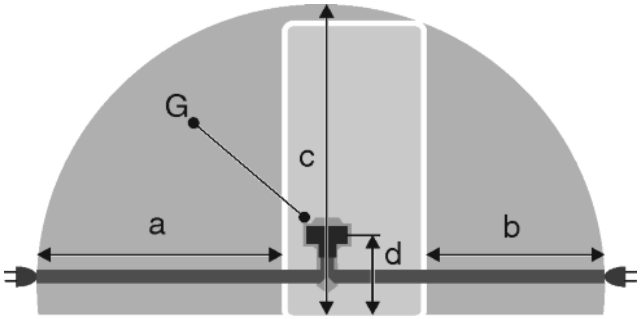

Fig. 31
- The socket is outside the back of the appliance area in the specified area *Fig. 31 (a, b, c)*.
▶ Insert the appliance plug *Fig. 31 (G)* into the back of the appliance. Ensure that it clicks into place.